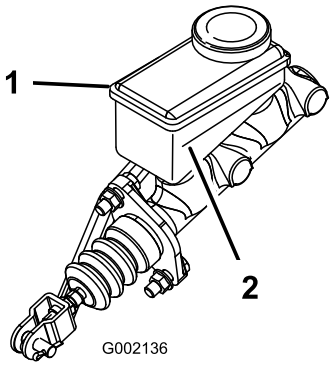

Figur 44
3. Se på siden av beholderen. Nivået skal være over minimumslinjen (Figur 44). Hvis væskenivået er lavt, må du rengjøre området rundt lokket, fjerne lokket og fylle beholderen til nivået er over minimumsgrensen. Ikke fyll på for mye.